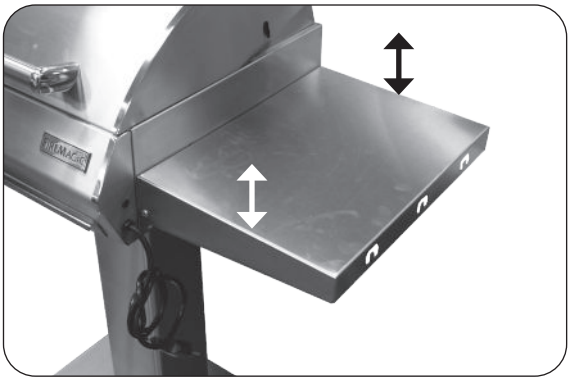

**Fig. 19-1** Shelf up and locked
1. To lower the shelf, grab the middle of the shelf on both sides and lift upward (see Fig. 19-1). Then allow the end of the shelf to rotate down as pictured in Fig. 19-2 and Fig. 19-3.